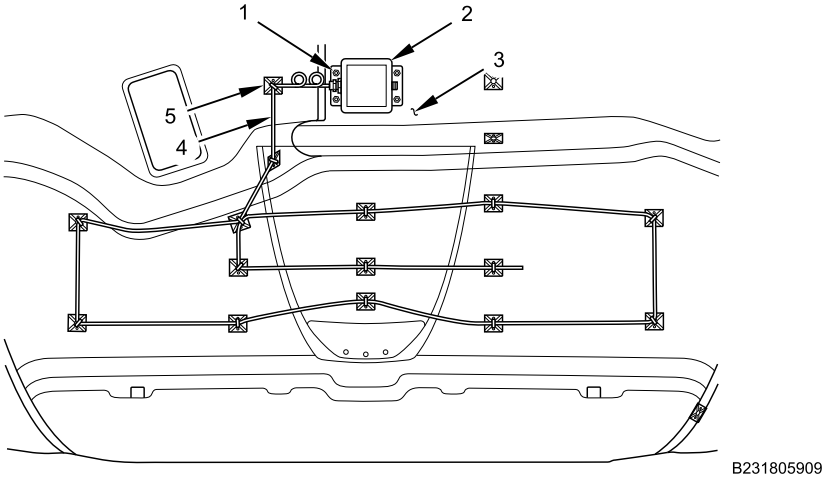

Figure 12. Underside of Hood Assembly.
11. Remove and discard cable lock straps (Figure 12, Item 5) from FSS engine sensor wire (Figure 12, Item 4).
12. Remove four bolts, nuts (Figure 12, Item 1), and FSS engine sensor (Figure 12, Item 2).